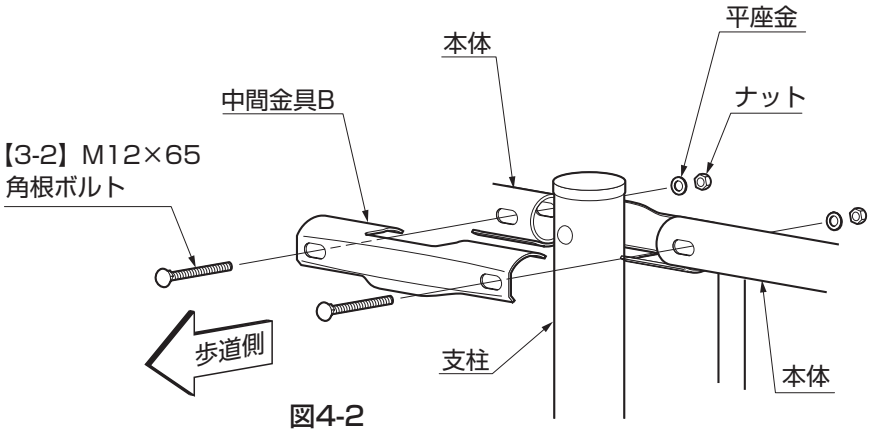

図4-2
②本体を中間金具Aにのせてください。（図4-2参照）
③中間金具Bを本体に、【3-2】で固定してください。（図4-2参照）